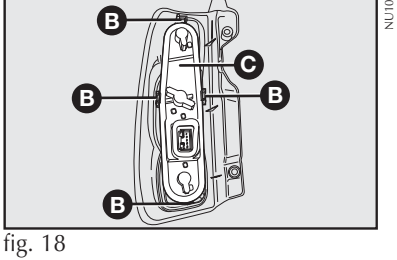

fig. 18
2) remover o porta-lâmpadas **C-fig. 18**, atuando nas travas **B-fig. 18**;